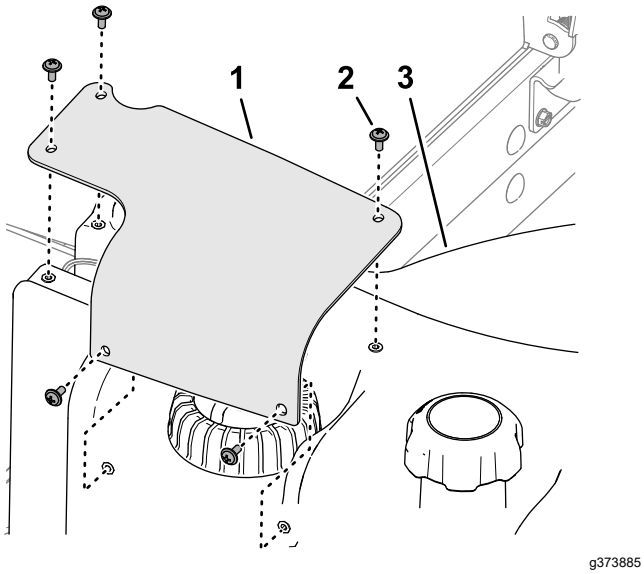

Figuur 99
7. Lijn de openingen in de kap van de brandstofsensor uit met de openingen in de brandstoftank en bevestig de kap aan de tank met de 5 kruiskopschroeven (Figuur 99).